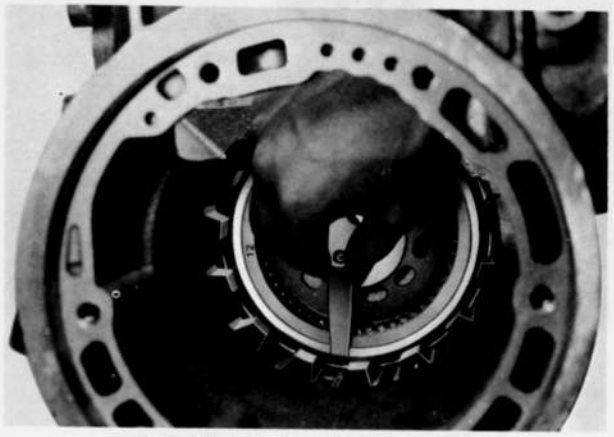

Fig. 7B–31 Measuring clearance
5. Check the operation of the low and reverse brake by blowing air into the oil hole as shown in Fig. 7B–29.